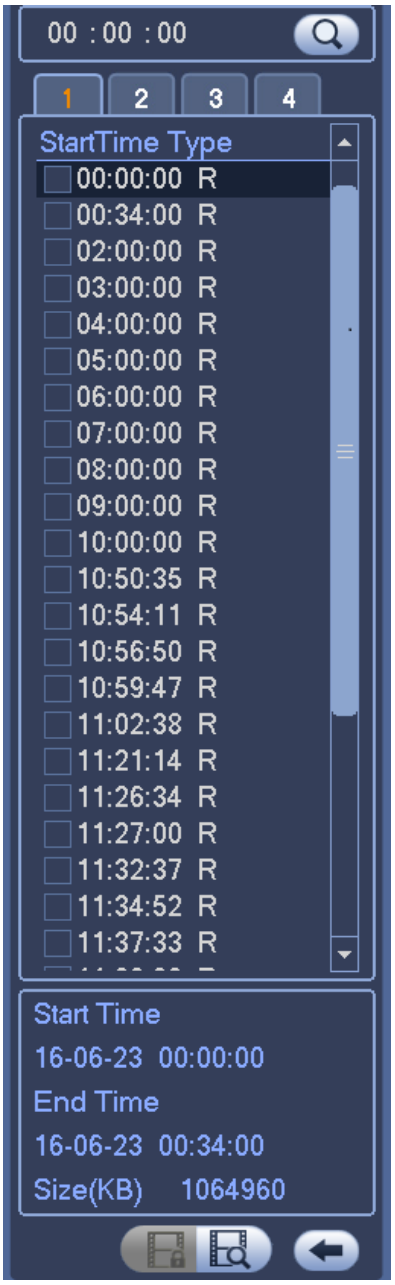

Figure 4-108
- PTZ activation: Here you can set PTZ movement when an alarm occurs. Such as go to preset, tour &pattern when there is an alarm. Click “select” button, you can see an interface is shown as in Figure 4-108.